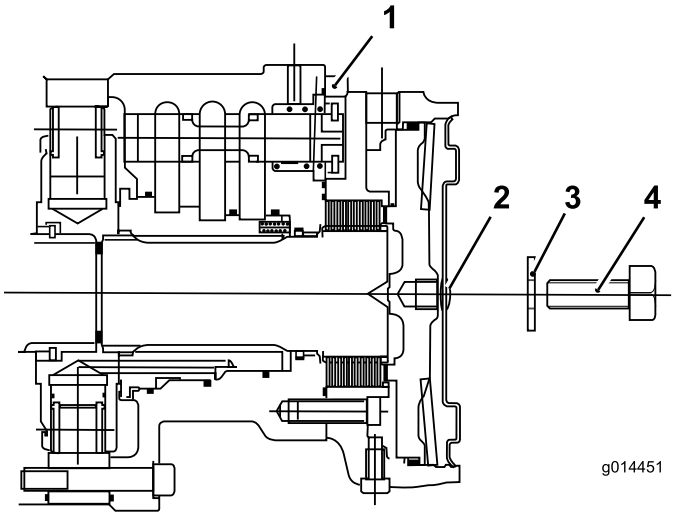

Rysunek 65
C. Wprowadź zaślepkę sześciokątną do płyty końcowej silnika (Rysunek 65).